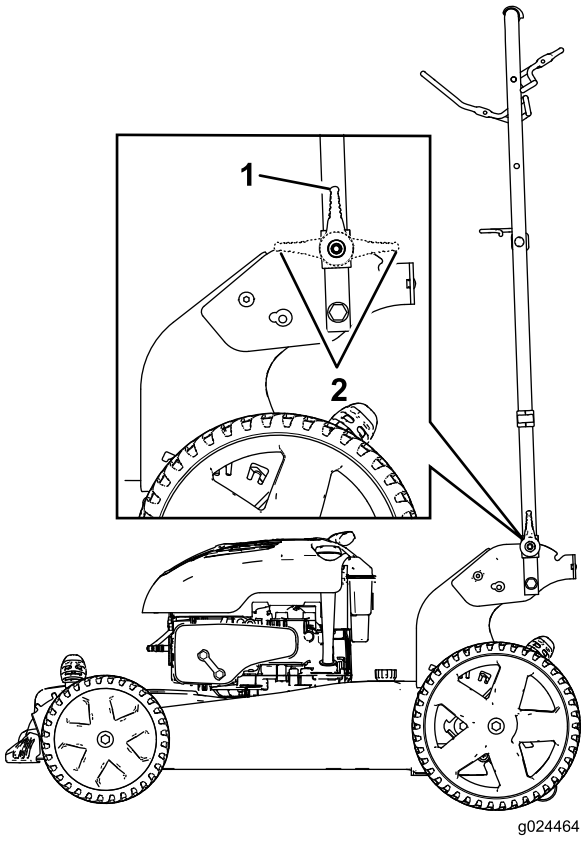

Figur 29
2. Fold håndtaget fremad enten i den lodrette position eller den fuldt fremadrettede position som vist i Figur 29.